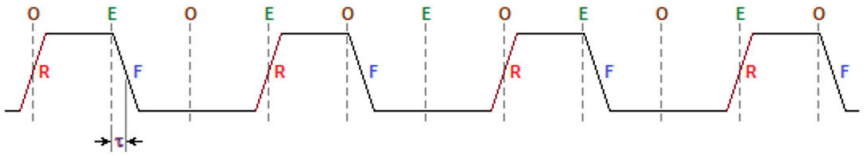
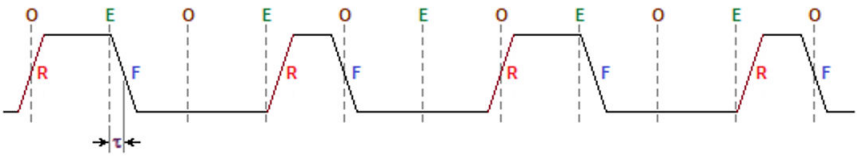

FIGURE 2: THREE-BIT PATTERN; EOJ = 0; DCD = τ/2
FIGURE 3: THREE-BIT PATTERN; EOJ = τ/2; DCD = 0
Now consider the three-bit pattern shown in Figure 2. All the rising edges again have zero skew, and all the falling edges are late by τ, so the DCD once again has a value of τ. However, the edges on odd unit intervals have an average error of τ/2, and likewise for the edges on even unit intervals. Therefore, the EOJ has a value of zero for this waveform.
Lastly, consider Figure 3, depicting the same 3-bit pattern as Figure 2. Now the rising edges have an average skew of τ/2, as do the falling edges, so the DCD value is zero. However, since all the edges on odd unit intervals have zero skew and all those on even unit intervals are delayed by τ, the EOJ has a value of τ.
- For any real (longer, non-toggle) data pattern, the two groupings diverge, as Figures 2, 3, and 5 all show. Therefore, DCD and F/2 should always be interpreted as two separate quantities, never as interchangeable names for the same effect.